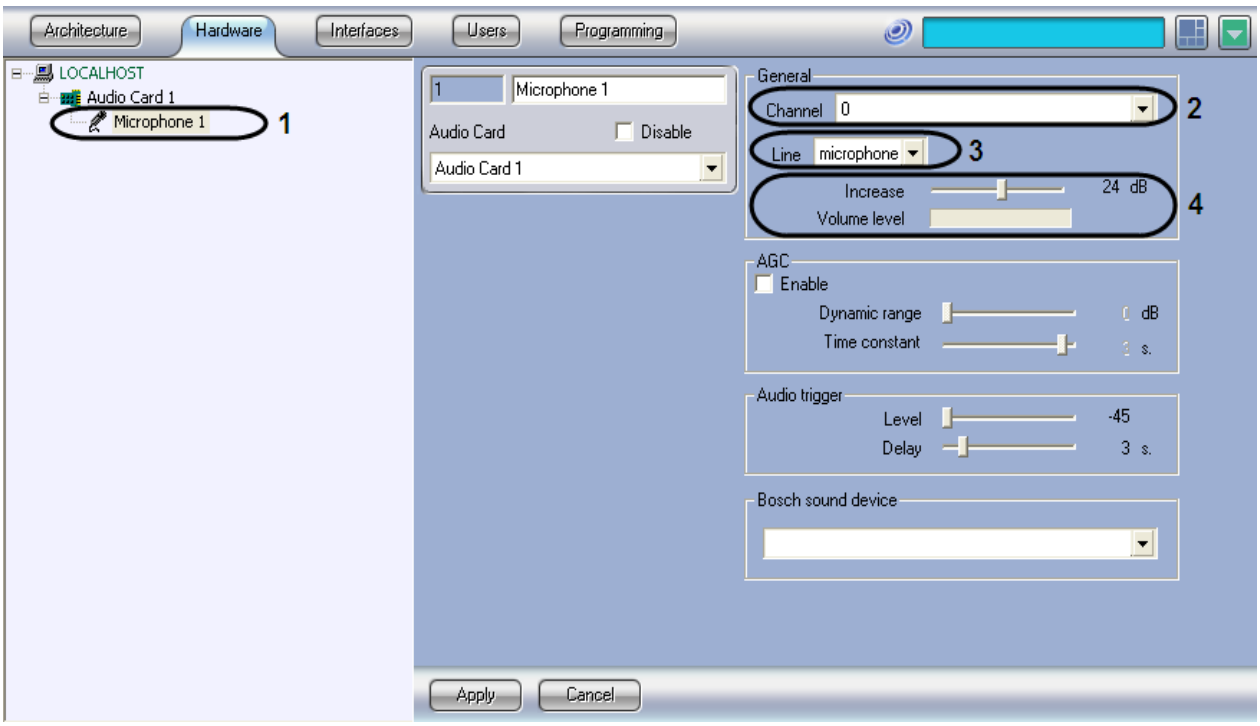

Figure 3.1—17 Configuring the Microphone object
4.2. In the **Channel** list (Figure 3.1—17, 2) select the channel to which the audio device is connected (see *Features of audio subsystem configuration* section).